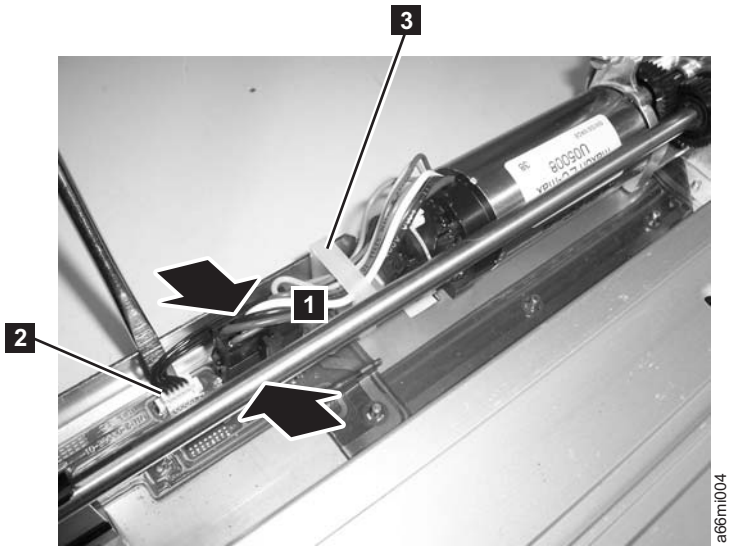

Figure 7-65. Y motor connector
3. Connect the small white connector (2 in Figure 7-65 on page 7-63).
4. Connect the large black connector. See Figure 7-65 on page 7-63.
a. Pinch the latch on the cable connector (**1** in Figure 7-65).